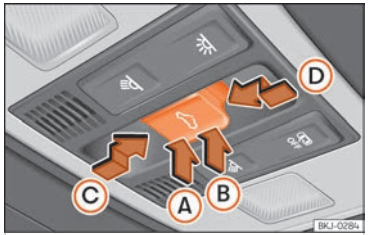

Fig. 61 En el revestimiento interior del techo: tecla del techo de cristal.
La tecla ››› fig. 61 tiene dos niveles. En el primer nivel se puede situar el techo en la posición deflectora, abrir o cerrar total o parcialmente.
- Antes de que transcurran aprox. 5 segundos desde la activación de la función antiaprisionamiento, presione la tecla ⌓ ››› fig. 61 hasta el segundo nivel en el sentido de la flecha Ⓓ hasta que el techo se cierre completamente.